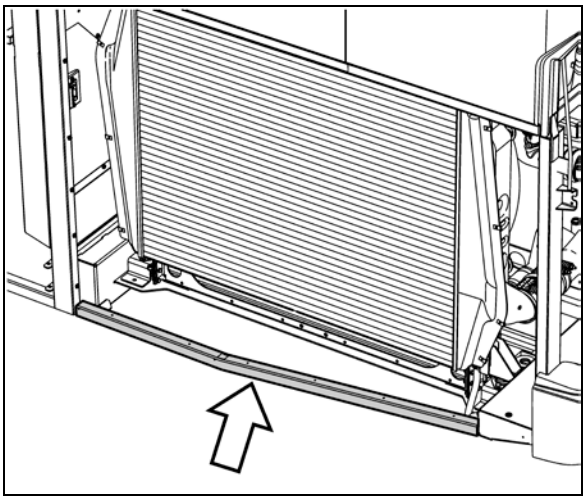

**FIGURE 28: LOWER RADIATOR ASSY TUBE PROTECTOR**
13. Remove the lower radiator assembly tube protector from the lower section (Figure 28).